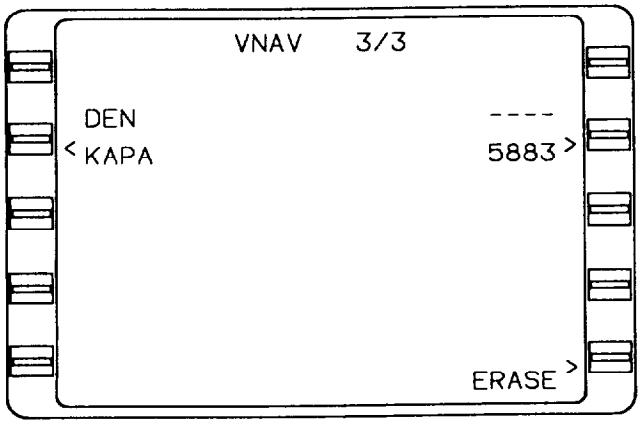

Figure 3-39. VNAV 3/3 Page
h. VNAV DATA 1/1 (page 1 of 1) (fig. 3-39).